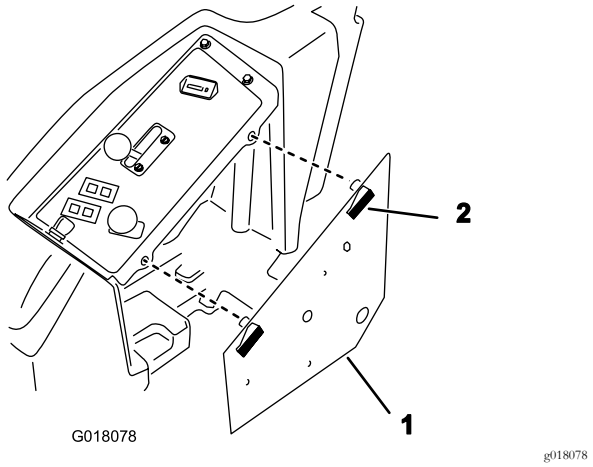

Figur 7
2. Åbn kontrolpanelsamlingen, og læg den til side (Figur 7).